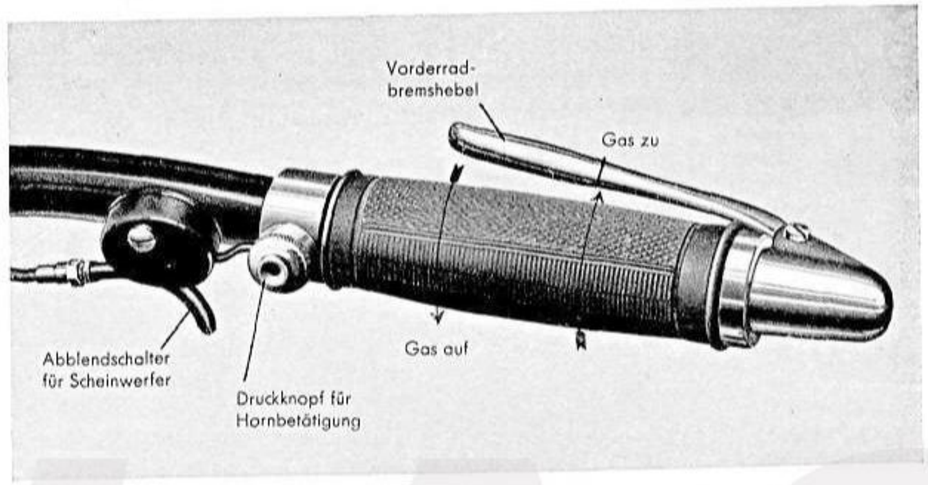

Abb. 35 Gasdrehgriff der Tourenmaschine
a) Gasdrehgriff: Der Drehgriff, der durch Bowdenkabel den bzw. die Gasschieber der beiden Vergaser betätigt, öffnet durch Linksdrehung, also nach rückwärts und schließt durch Rechtsdrehung nach vorwärts (Abb. 35 und 36). Zum Antreten des kalten Motors ist der Gasdrehgriff etwas zu öffnen, wobei bei der R 11-Einvergaser-Maschine die Anlaßvorrichtung am Vergaser durch Herausziehen und Rechtsdrehen des Anlaßkolbens zu bedienen ist, bei den Zweivergaser-Maschinen hingegen die beiden Vergaser getupft werden sollen. Erst nach dem Warmlaufen des Motors ist langsam mehr Gas zu geben. Bei der R 11-Einvergaser ist unbedingt darauf zu achten, daß der Anlaßkolben durch Weiterdrehen desselben nach dem Warmlaufen des Motors geschlossen wird, da sonst zu hoher Kraftstoffverbrauch und Verrußen der Zündkerzen auftritt. Beim Antreten des warmen Motors dagegen ist der Gasdrehgriff geschlossen zu halten und auch von einer Betätigung der Anlaßvorrichtung bzw. von einem Tupfen der Vergaser Abstand zu nehmen, da sonst durch das Zuführen von zu viel Kraftstoff das Anlassen eher erschwert als erleichtert wird.